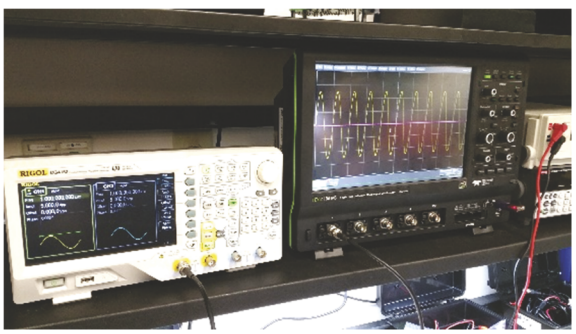

**FIGURE 2.40** Rigol function generator with sine output going to CH1 of the HDO4104 Teledyne Lecroy oscilloscope.
16. **Displaying a sine wave on the oscilloscope.** Find a BNC-to-BNC cable in the "BNC Cables" box. Plug the output of Channel 1 (CH1) of the WG into CH1 of the scope, as shown in Fig. 2.40. Recall from the readings that BNC cables plug in and then turn clockwise to lock. Reverse the order to remove.
On the oscilloscope, you may have to adjust the horizontal time base and the vertical scale to see a full sine wave on the scope screen, as shown in Fig. 2.40. Vertical scale is the larger of the **Vertical** knobs. Pressing it switches between large and small increments of vertical scale. You might see the sine wave rapidly moving horizontally on the screen rather